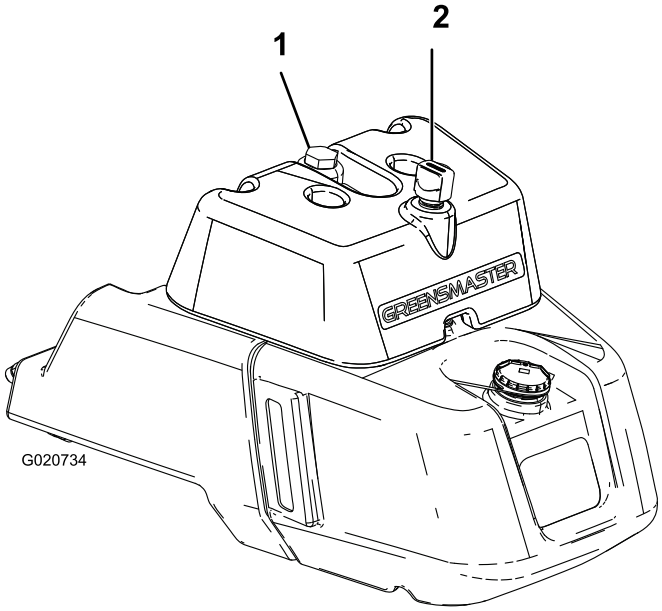

Figur 24
2. Ta lokket av tanken (Figur 24).